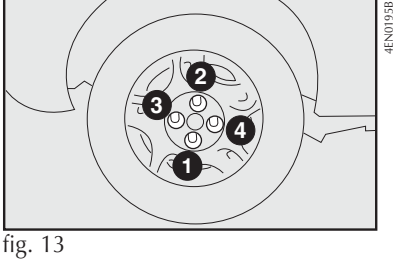

fig. 13
12) apertar bem os parafusos, passando alternadamente de um parafuso ao outro diagonalmente oposto, de acordo com a ordem ilustrada na **fig. 13**;